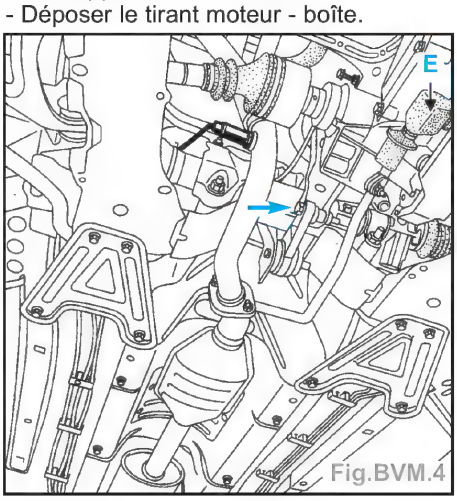

Fig.BVM.4
- la bielle de commande de vitesses complète en déposant la vis (E) et les 3 vis d'écran thermique pour l'accès au pied du levier de vitesses (Fig.BVM.4),